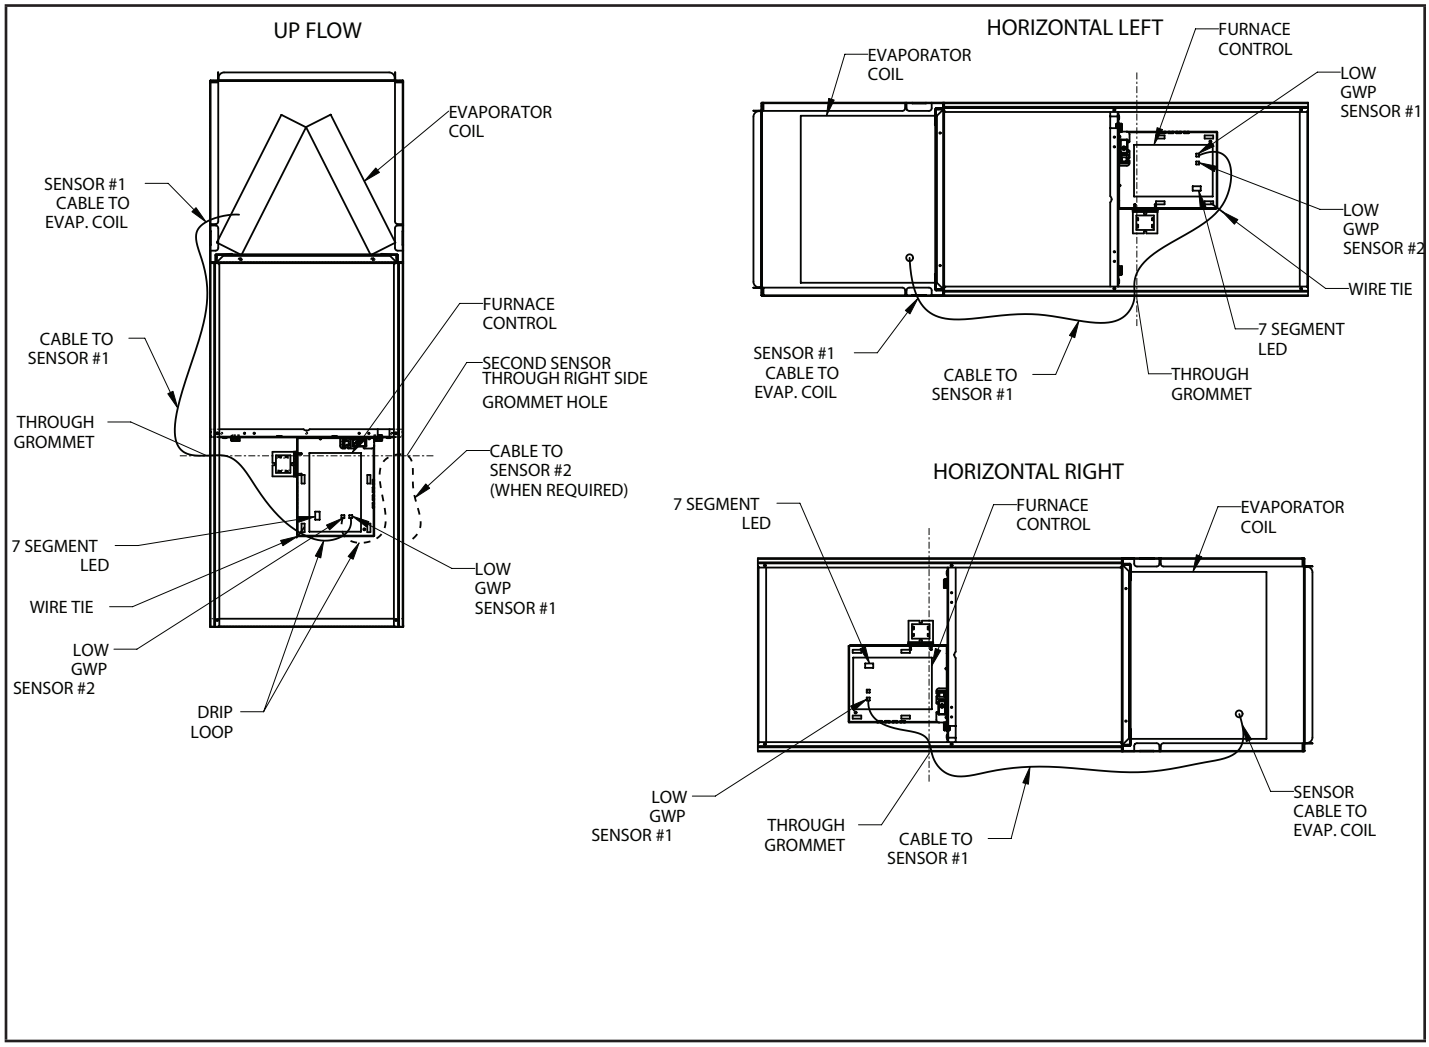

**FIGURE 63**
**See FIGURE 63 and follow steps below:**
If additional refrigerant line joints are present outside of the line set sleeve and a secondary refrigerant detection sensor is required, its installation must comply with the requirement listed in Refrigeration Detection Sensor kit (27V53). See FIGURE 63 for routing the secondary sensor cable through the furnace cabinet.